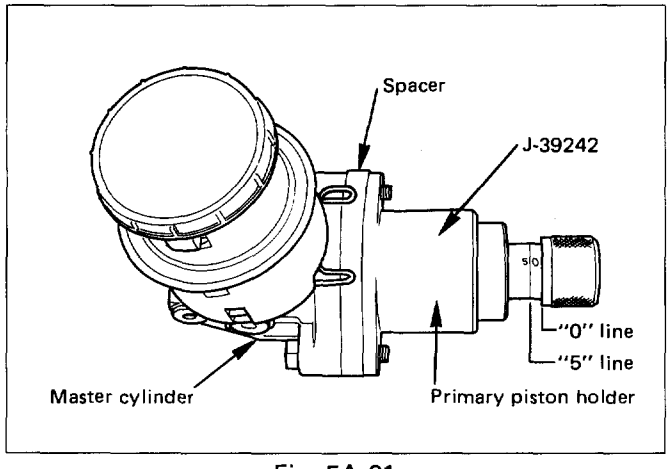

Fig. 5A-21
- Connect master cylinder attachment with the end of radiator cap tester, and apply air pressure with the cap tester. Make sure there is no rise in pressure and that with the adjusting bolt further screwed in 5 mm (align the adjusting bolt to the "5" line). There should be a pressure increase of 0.5kg/cm^2 or more (Fig. 5A-22).